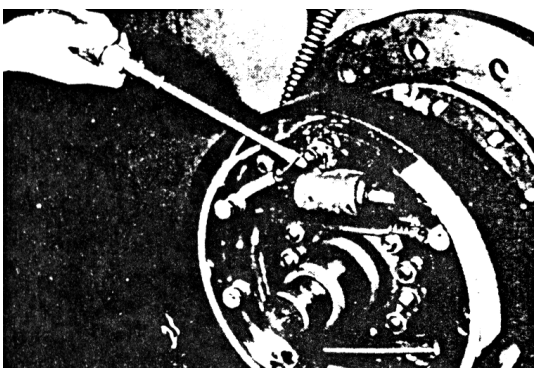

Fig. 8-10
(2) Remove two shoe return springs. (See Fig.8-10)